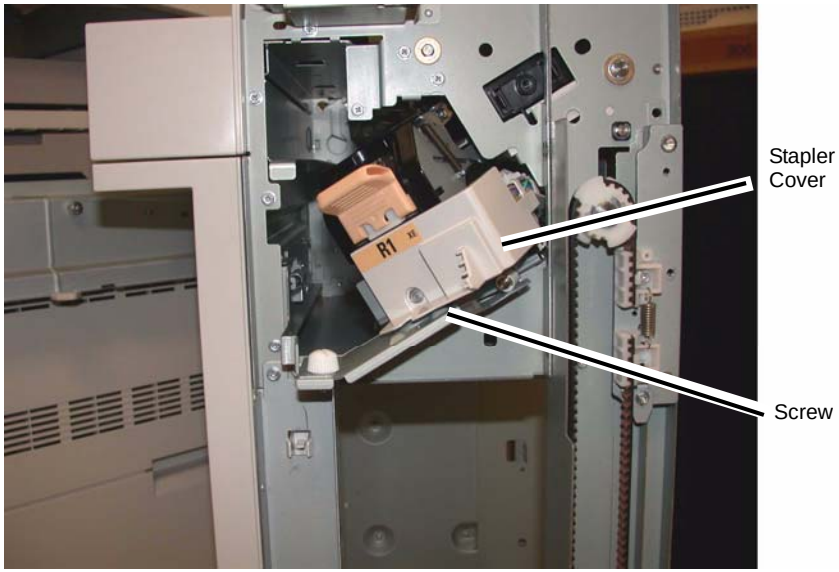

Figure 1 Removing the Stapler Cover
5. Remove the Stapler Cover (Figure 1).